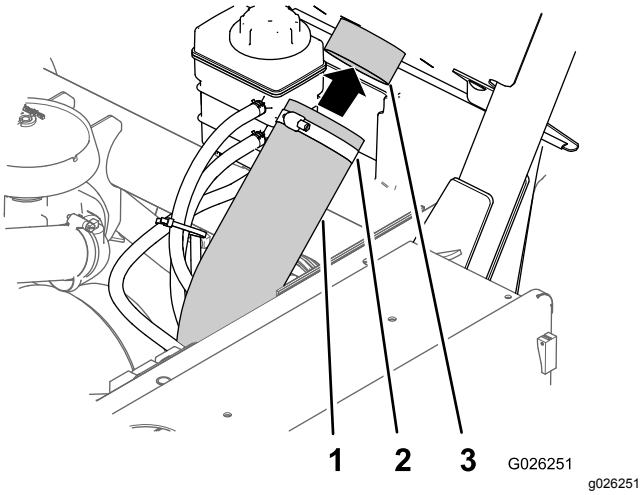

**Figur 7**
3. Innrett CVT-inntaksslangen på inntaksrørkoblingen på baksiden av veltebeskyttelsespanelet, og stram slangeklemmen (Figur 7).